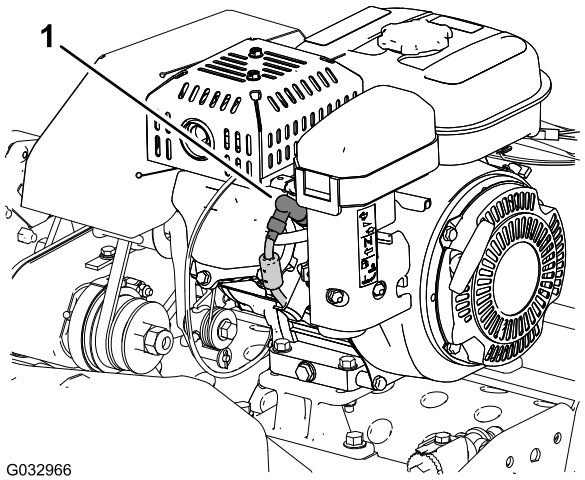

Figura 1
4. Rimuovete il cappellotto dal morsetto della candela (Figura 1).